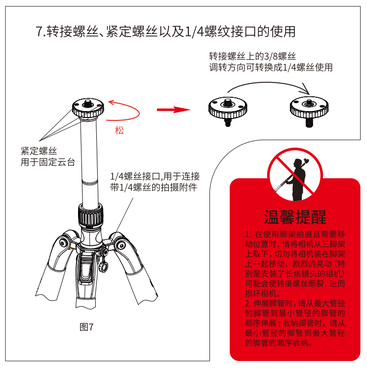

图7
7. 三脚架上的转接螺丝、紧定螺丝以及1/4螺纹接口的使用（如图7所示）。